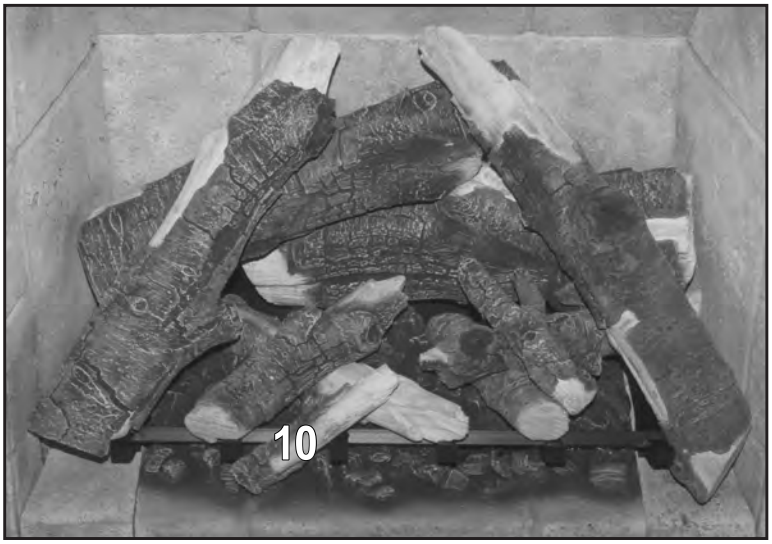

Figure 32: Accent Twig in Place.
10. The final little Accent Twig sits on the front ceramic burner accent and the grate finger as shown in Figure 32.